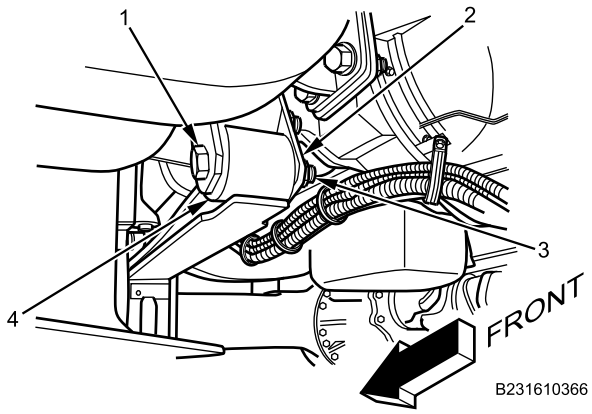

Figure 13. Front Spring Shackle.
12. Torque lower locknut (Figure 13, Item 3) and bolt (Figure 13, Item 1) on rear shackle (Figure 13, Item 2) and spring (Figure 13, Item 4) to 200-240 lb-ft (270-325 N•m).